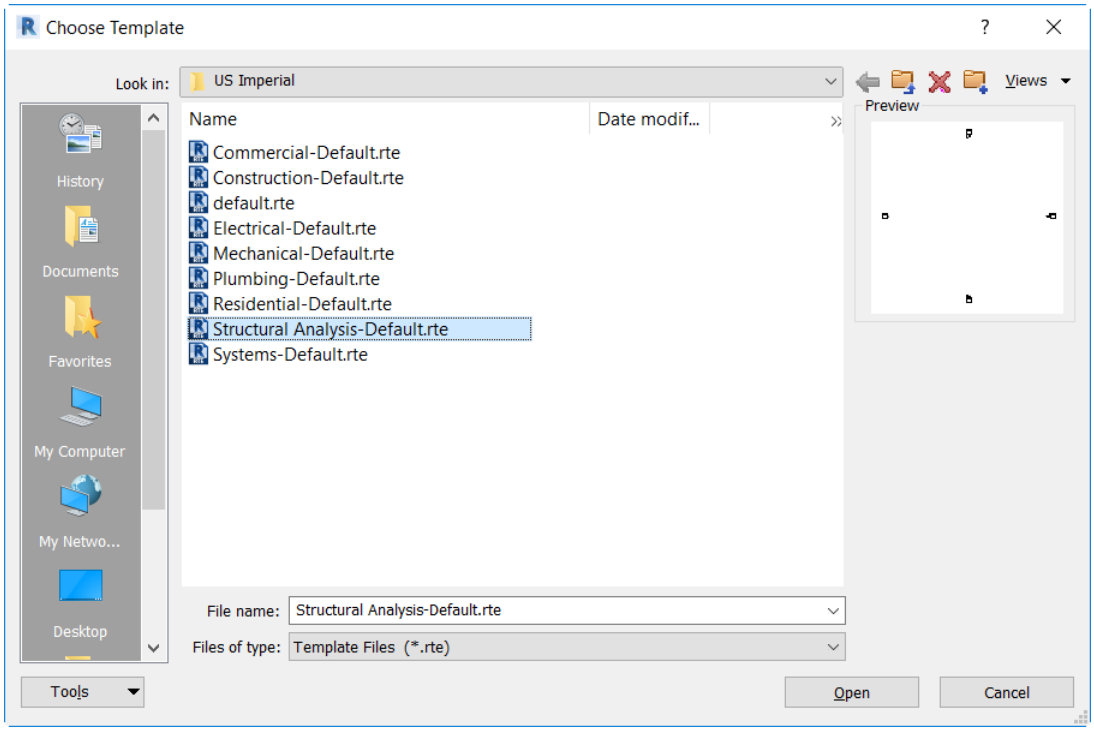

*Figure 2-32 The **Choose Template** dialog box*
2. In the **Choose Template** dialog box, the template file named **Structural Analysis-Default.rte**, as shown in Figure 2-32, is selected as the default template file in the **US Imperial** folder. In **US Metric** folder, default template file is **Structural Analysis-DefaultMetric.rte**. Choose the **Open** button to assign the selected template file to the **New Project** dialog box.